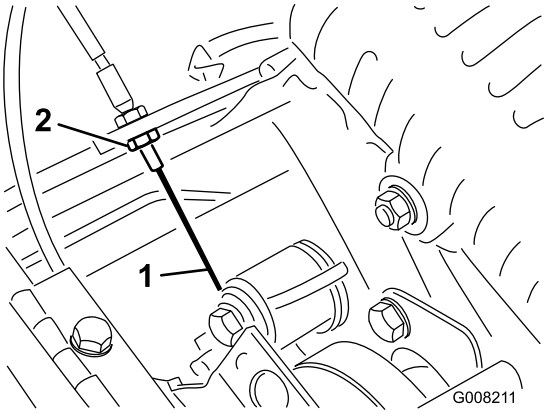

**Figur 42**
3. Kabelspændingen øges ved at løsne kablets forreste kontramøtrik og spænde kablets bageste kontramøtrik (Figur 42), indtil der kræves en kraft på 3 til 4 kg for at aktivere tranktionskontrollen. Mål belastningen ved betjeningsknappen.